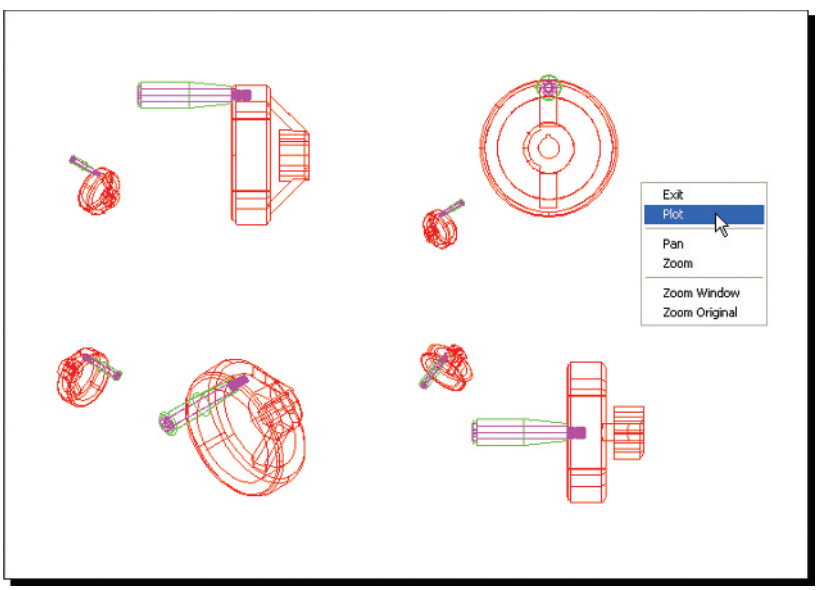

Fig. 19.12 **Polygonal viewports** – plot preview after turning the layer **Yellow** off
14. *Click* the **Plot** icon. Make plot settings in the **Plot** dialog. *Click* on the **Preview** button of the **Plot** dialog. The **Preview** appears (Fig. 19.12). If satisfied with the preview, *right-click* and in the menu which appears *click* **Plot**. The drawing plots.